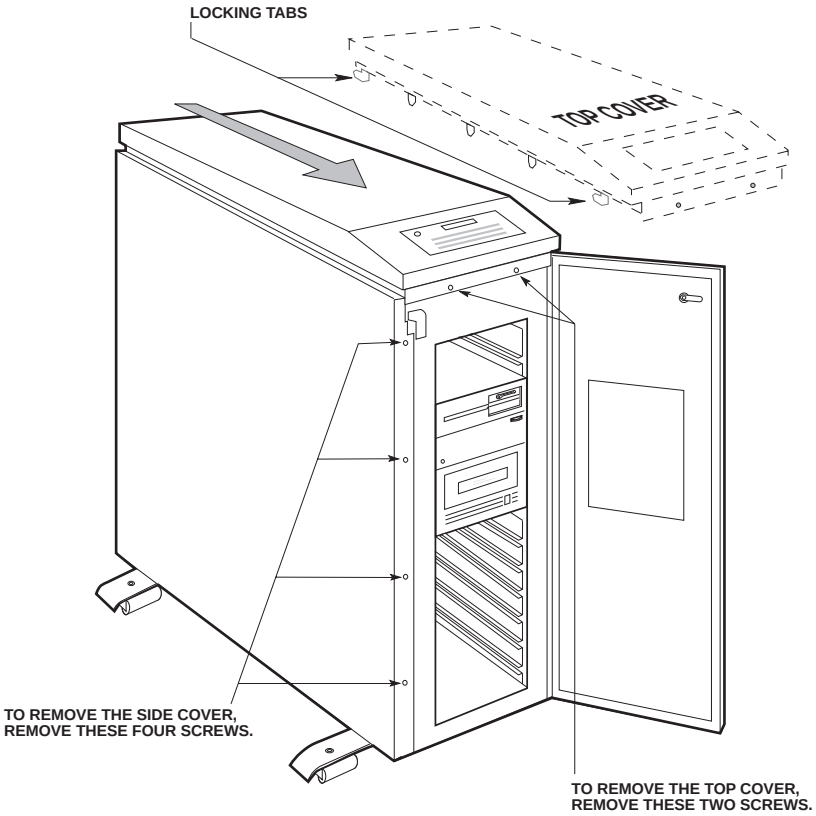

***Figure E-1: AM-990 Enclosure Removal***
- Swing the front door open to expose the screws that hold the top cover in place. See Figure E-1.